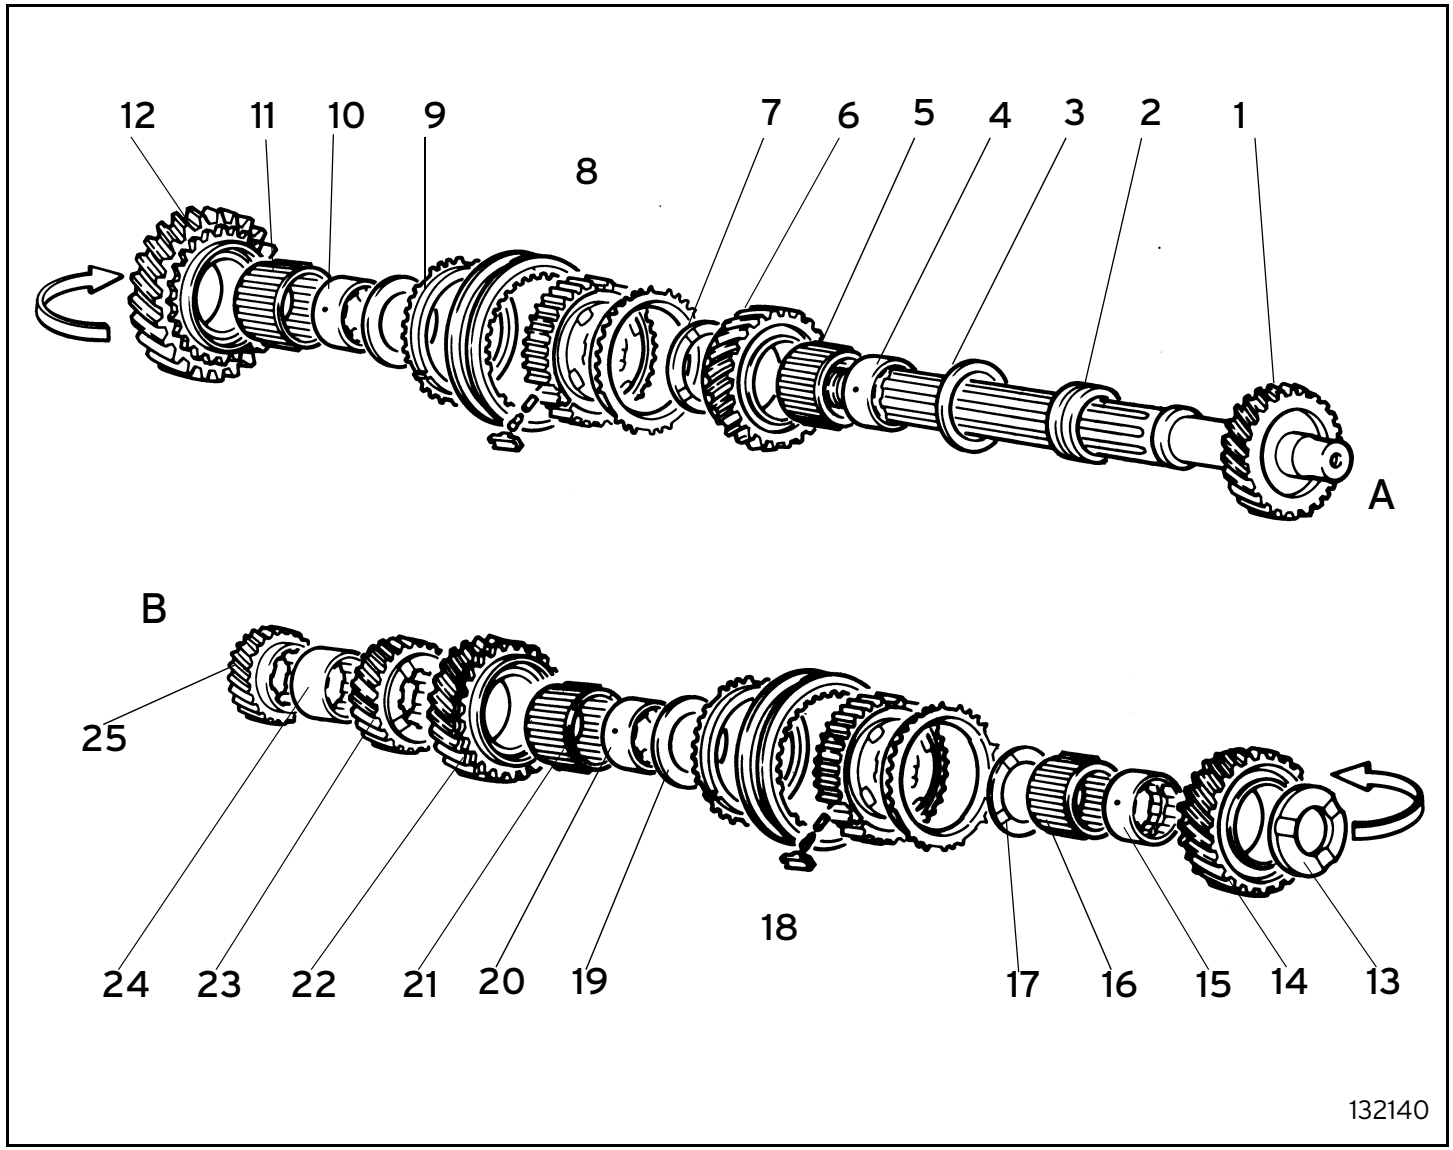

Fig. 40 - Gearbox countershaft
- remove all the components of the countershaft with care (figure 40);